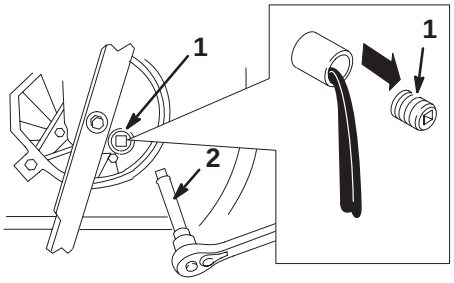

Figur 29
5. Ta bort oljepluggen, ställ gräsklipparen i körläge och låt oljan rinna ner i kärlet (figur 29).